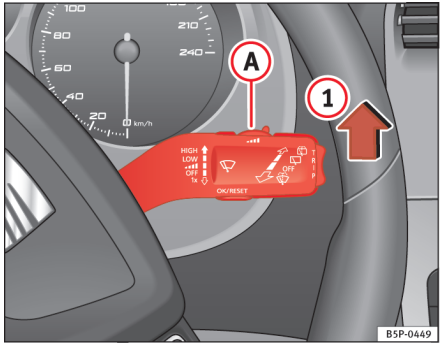

Fig. 83 Betjeningsarm til viskerne
– Sæt armen i position (1) ⇒ fig. 83.
– Bevæg kontakten (A) til venstre eller højre for at indstille, hvor følsom regnsensoren skal være. Hvis kontakten drejes mod højre: meget følsom. Hvis kontakten drejes mod venstre: mindre følsom.